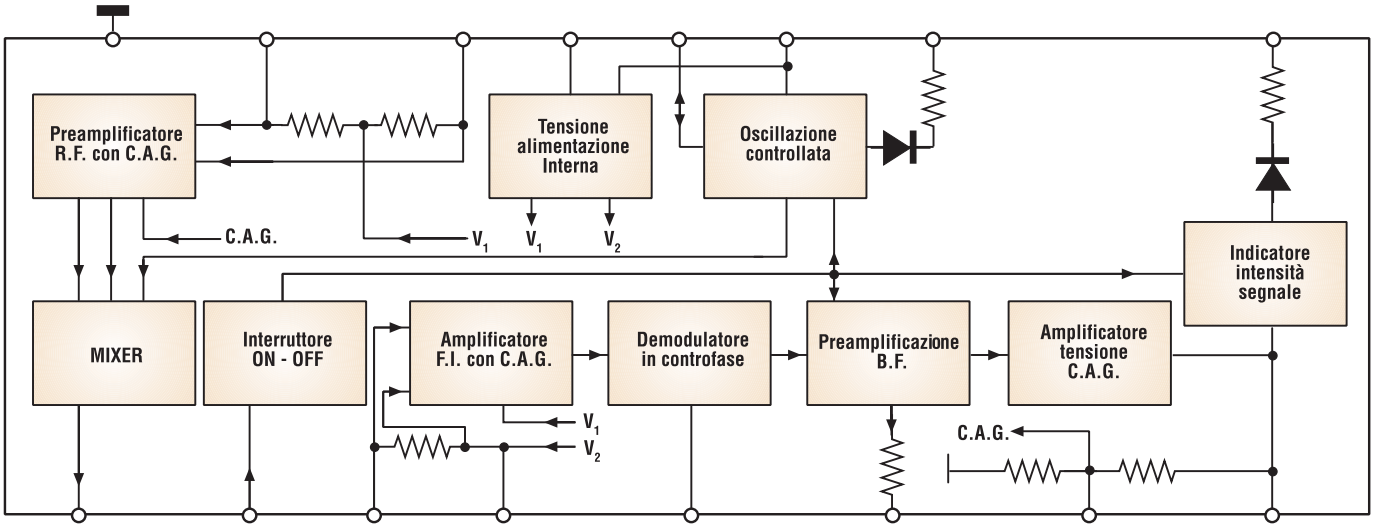

**Figura 1** *Sistema interno dell'integrato TDA1072*
*Esempio di bus I2C.* **Figura 1**